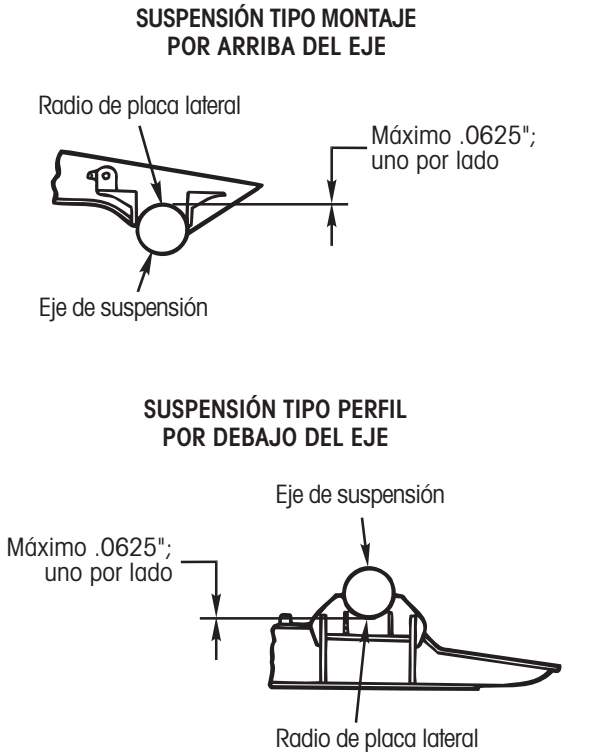

Figura 6. Radio de la placa lateral
- Al menos un lado de la placa lateral por viga debe estar asentado en el eje. Los espacios entre el lado de la placa lateral no asentado y el eje puede ser de hasta $^{1}/_{16}$ pulgada (Figura 6).
- Al menos un lado de la placa lateral por viga debe estar asentado en el eje. Los espacios entre el lado de la placa lateral no asentado y el eje puede ser de hasta $^{1}/_{16}$ pulgada (como es el caso de un eje con camber) (Figura 6).